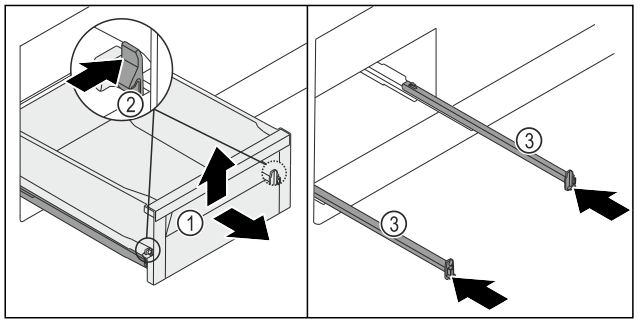

Fig. 134
▶ Extrageți sertarul *Fig. 134 (1)* până la opritor.
▶ Apăsați concomitent spre interior clema *Fig. 134 (2)* stânga și dreapta.
▷ Sertarul *Fig. 134 (1)* se desprinde de pe șine.
▶ Ridicați sertarul *Fig. 134 (1)* în față.
▶ Extrageți sertarul *Fig. 134 (1)* spre partea frontală.
▶ Împingeți în interior șinele *Fig. 134 (3)*.